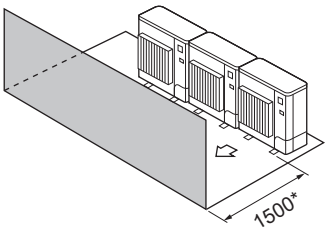

Fig. 2-15
③ Solo ostacoli anteriori (Fig. 2-15)